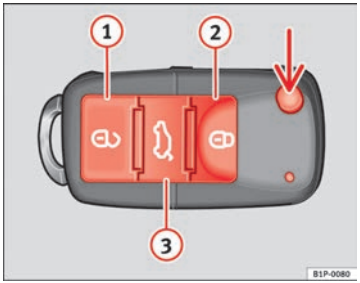

Fig. 64 Assignment of buttons on the remote control key
Using the button ⇒ fig. 64 (arrow) on the control, the key blade is released.
Unlocking the vehicle ⇒ fig. 64 1.
Locking the vehicle ⇒ fig. 64 2.
Unlocking the tailgate. Press button ⇒ fig. 64 3 until all the turn signals on the vehicle flash briefly. When the unlocking button 3 is pressed, you have 2 minutes to open the door. Once this time has passed, it will lock again.
Also, the battery indicator on the key ⇒ fig. 64, will flash.
When the button ⇒ fig. 64 1, is pressed once, the driver door is unlocked, all others remain locked.
Press the button ⇒ fig. 64 1 twice to unlock all doors. ▶
– Press the 🔒 ⇒ fig. 64 button on the remote control.